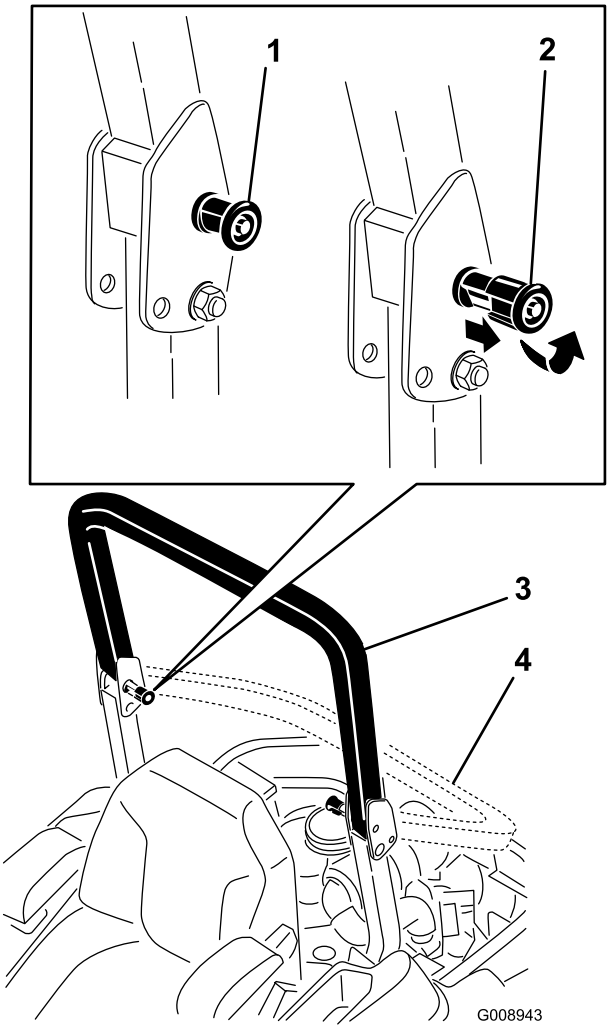

Figuur 8
2. Trek de beide knoppen uit en draai deze 90° zodat deze niet meer ingeschakeld zijn (Figuur 8).
3. Klap de rolbeugel omlaag (Figuur 8).
4. Om de rolbeugel omhoog te brengen, klapt de beugel uit naar de bedrijfsstand en draait u aan de knoppen tot deze gedeeltelijk in de groeven bewegen (Figuur 8).
5. Breng de rolbeugel volledig omhoog terwijl u tegen het bovenste gedeelte van de rolbeugel duwt. De pennen klikken op hun plaats zodra de openingen met de pennen zijn uitgelijnd (Figuur 8). Druk op de rolbeugel en controleer of beide pennen op de hun plaats zitten.